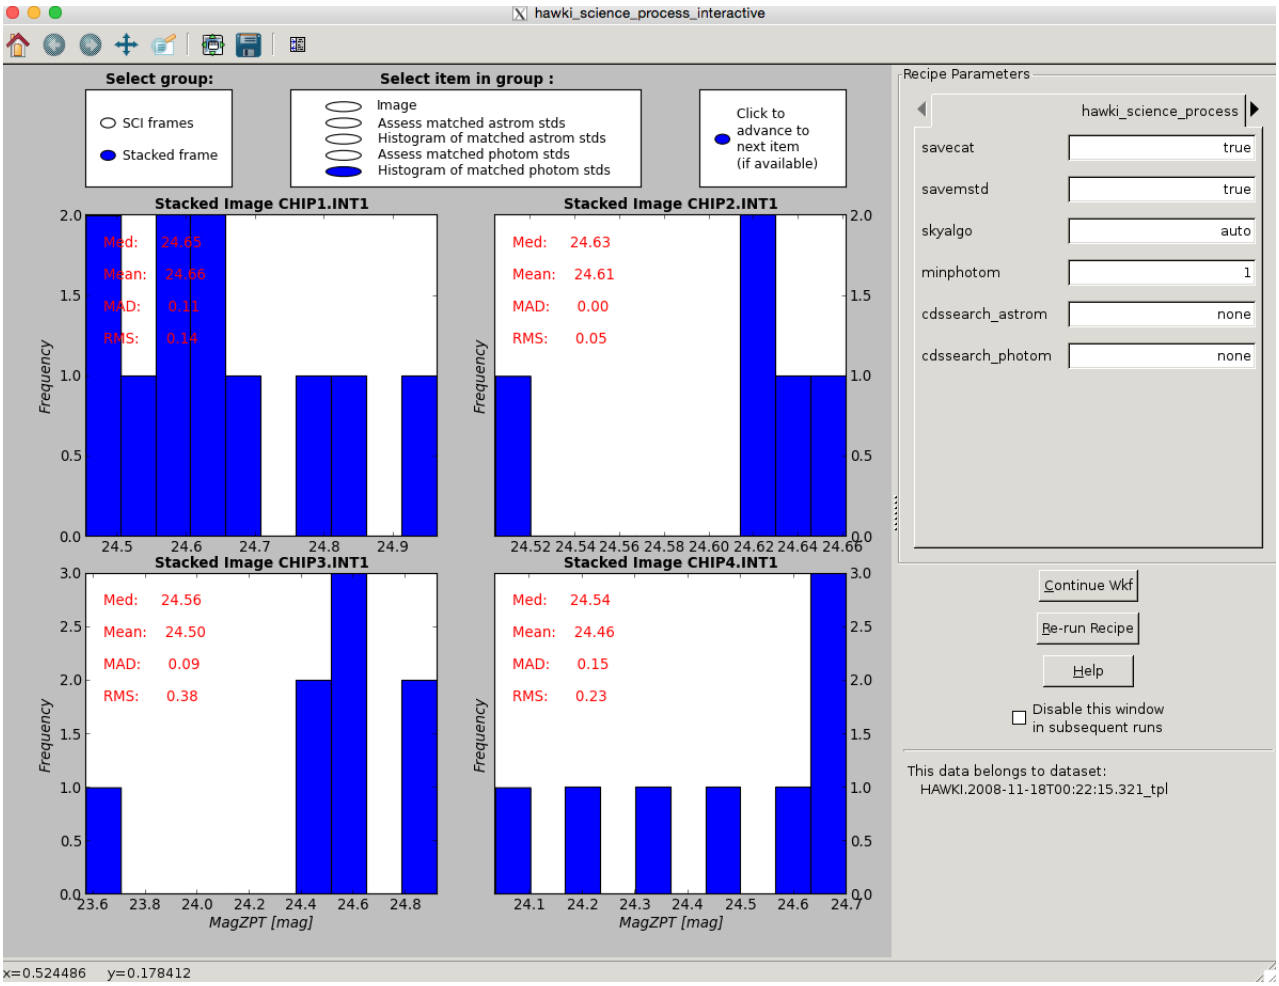

Figure 8.13: Example interactive window for evaluating the results of `hawki_science_process`; a histogram of magnitude zero points from Figure 8.12 are shown.
5. Histogram of matched photom stds (Fig8.13): if the recipe parameter `savemstd` is set to `true` and "Stacked frame" is selected in the lefthand radio button box, this button shows a histogram of the magnitude zero points from the item above. All data points are split into 10 bins in the histogram. The x-axis of each panel is magnitude zero point in units of magnitudes; the y-axis is the frequency of occurrence. The red text in the upper left of each panel shows some statistical values describing the distribution of all the data points (median, mean, median absolute deviation, and rms deviation from the mean).